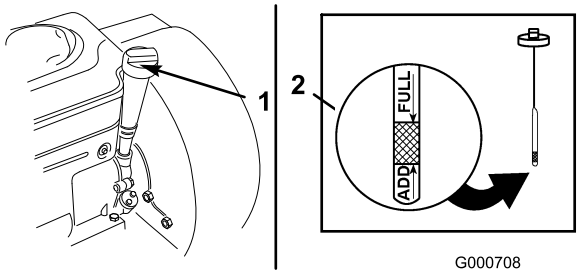

Figur 26
3. Gør rent rundt om oliepinden, og tag den ud (Figur 26).